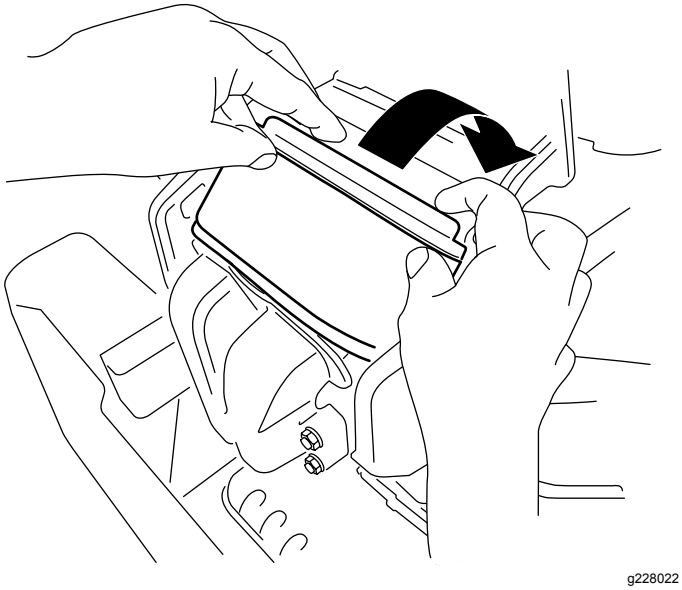

Figuur 44
3. Kantel het filter omlaag in de kamer en druk het tegen het verdeelstuk aan (Figuur 44).